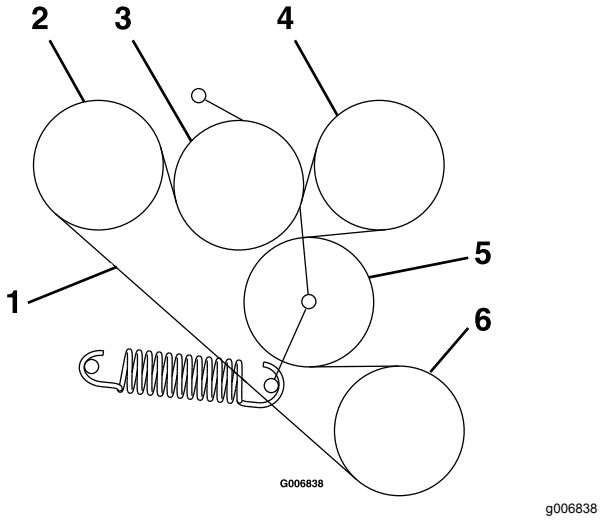

Figur 61
6. Dra den nya remmen på skivorna enligt dekalen som sitter på baksidan av vänster drivskydd (Figur 61).